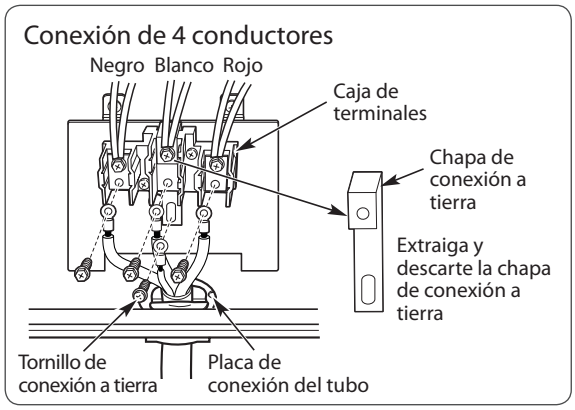

FIGURA 9
1. Extraiga los 3 tornillos inferiores de la caja de terminales y consérvelos. (Remítase a la Figura 9.)
2. Extraiga y descarte la chapa de conexión a tierra como puede verse en la Figura 9.